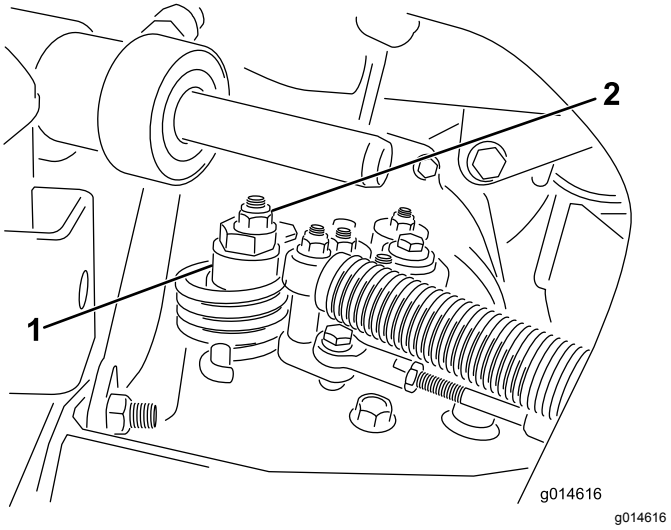

Figur 49
A. Lossa muttern som fäster excenterbulten på hydrostatens ovandel (Figur 49).
C. Vrid excenterbulten tills maskinen inte kryper i någon riktning. När hjulet slutar rotera drar du åt muttern som låser excenterbulten och justeringen (Figur 49). Kontrollera justeringen med gasreglaget i det långsamma och det snabba läget.